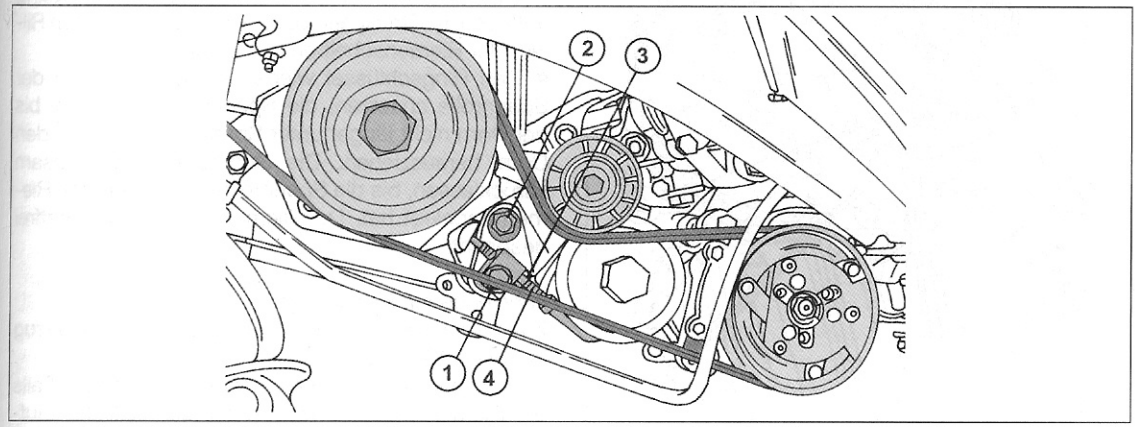

Bild 141
Die Verlegung des Riemens ist in Bild 141 gezeigt. Beim Ausbau des Riemens in der oben beschriebenen Weise vorgehen, bis der Riemen freigelegt ist.
- Den neuen Riemen auflegen. Kontrollieren, dass er einwandfrei in den Rillen aller Riemenscheiben sitzt. Die Schraube (2) wieder einschrauben und Schrauben (1) und (2) handfest anziehen.
- Das Messinstrument an der Pfeilstelle in Bild 141 ansetzen und die Schraube (4) anziehen, bis eine Anzeige von 96 SEEM-Einheiten (± 6) zustande gekommen ist. Das Messwerkzeug danach abmontieren.
- Die Mutter (3) und die Schrauben (1) und (2) anziehen.